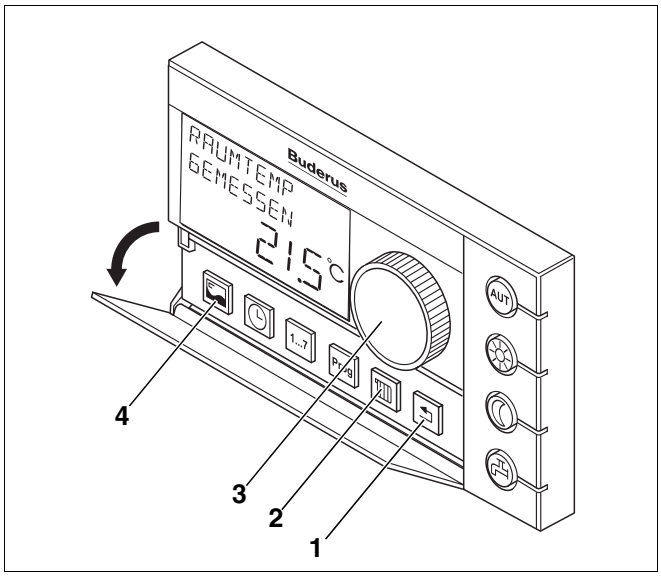

Rys. 48 Moduł obsługowy RC30
- Wejść do poziomu serwisowego modułu obsługowego RC30, w tym celu jednocześnie nacisnąć przyciski "Wskazanie", "Obwód grzewczy" i "Powrót" (rys. 48, **poz. 4**, **2**, **1**). Na wyświetlaczu pojawi się komunikat "MENU SERWIS JEZYK".
- Za pomocą pokrętła wybrać (rys. 48, **poz. 3**) "MENU SERWIS MONITORING".